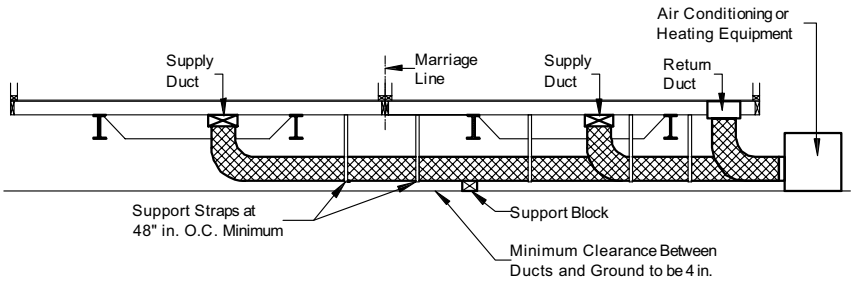

Figure 89. *Ducts connecting exterior heating and/or cooling equipment to the home*
2. **Install ducts.** Install the appropriate supply and return ducts (not provided) between the remote unit and the home (**Figure 89**), making connections according to the instructions for crossover ducts in **Crossover Connections** (p. 52).
Prepare the whole-house ventilation system according to the ventilation system manufacturer's instructions. Confirm that any fresh air intake ducts extend to the exterior and do not draw air from the crawlspace under the home. Do not allow any fresh air ventilation intake ducts to become kinked or restricted, forming a trap (**Figure 89**).